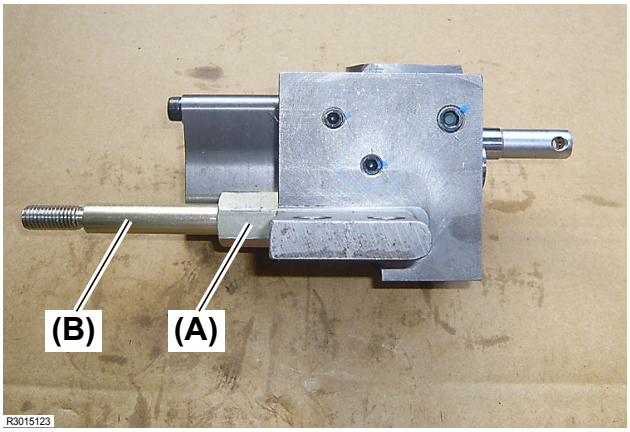

Fig. 2
1. Secure the control valve in a vise etc. and remove the shaft guide **(Fig. 2, (A))** together with the shaft **(Fig. 2, (B))**.